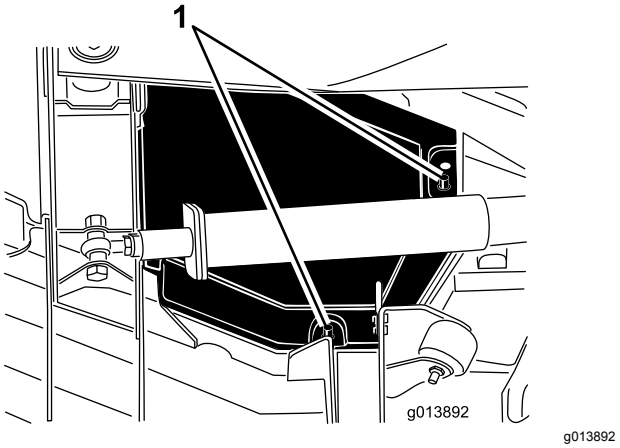

**Figur 83**
4. Løft skærmens bageste og inderste kanter af monteringsstængerne (Figur 83).